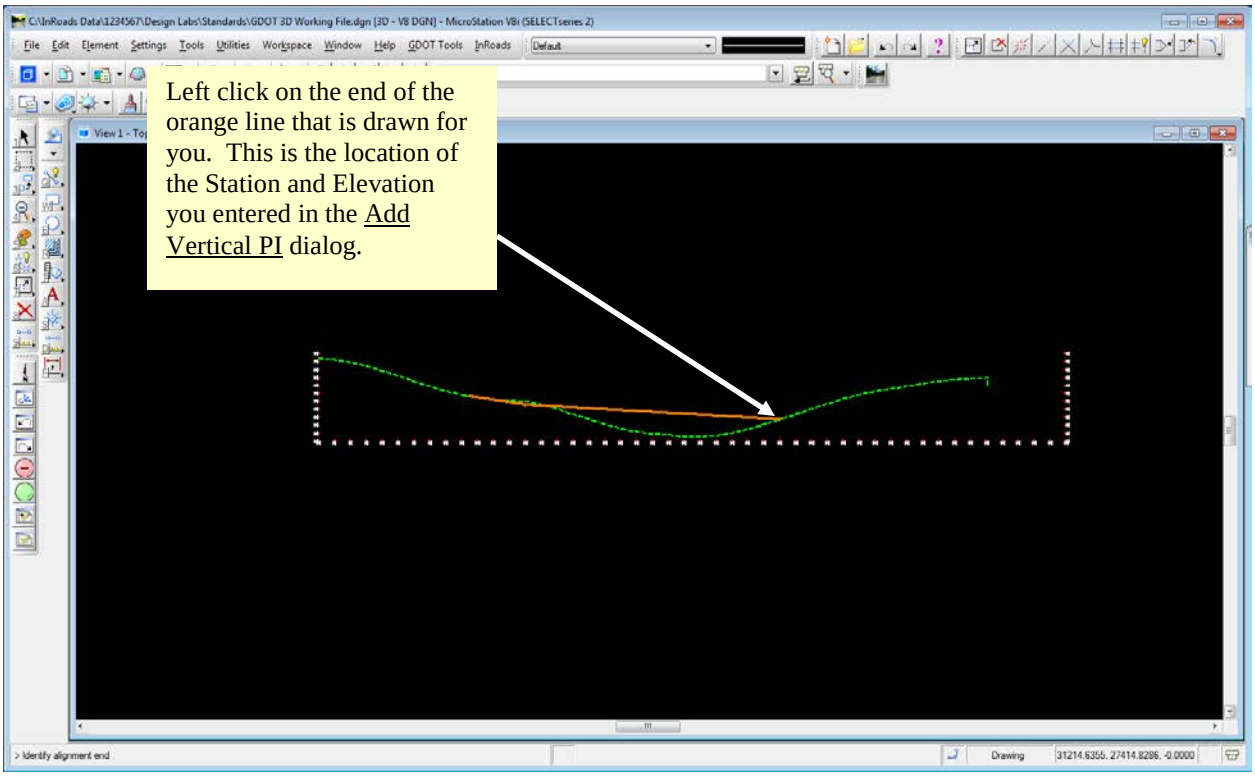

Figure L4-9 MicroStation Window
- In the MicroStation Status bar you are prompted to **>Identify Point/Reject**. Left Click on the end of the orange line that is drawn for you as shown in *Figure L4-9*.